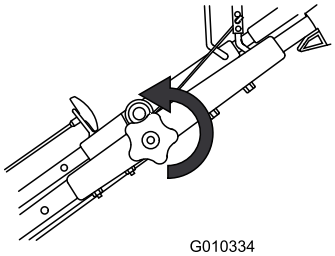

**Figur 18**
1. Løsn den øverste håndtagsknap (Figur 18).